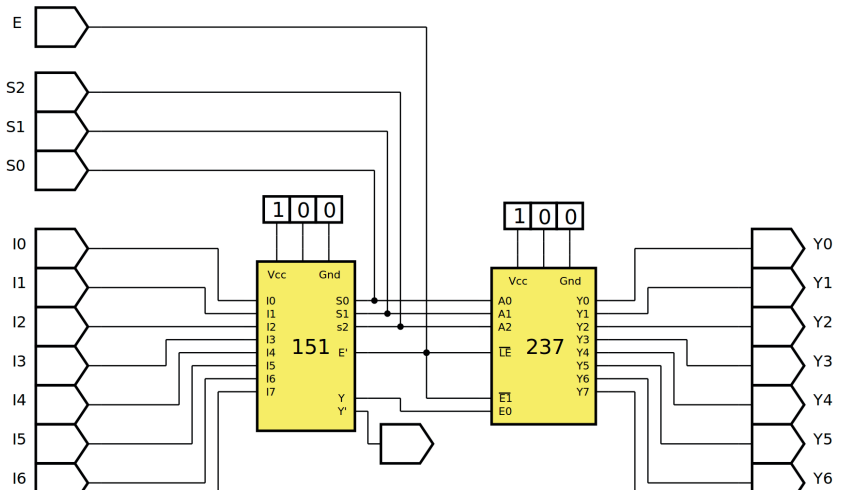

Figura 8.28 – Diagrama esquemático.
4. Utilize um programa de simulação em computador (SmartSim, Atanua, Qucs) faça a simulação do circuito da figura 8.28. Compare os resultados com a tabela 8.7.